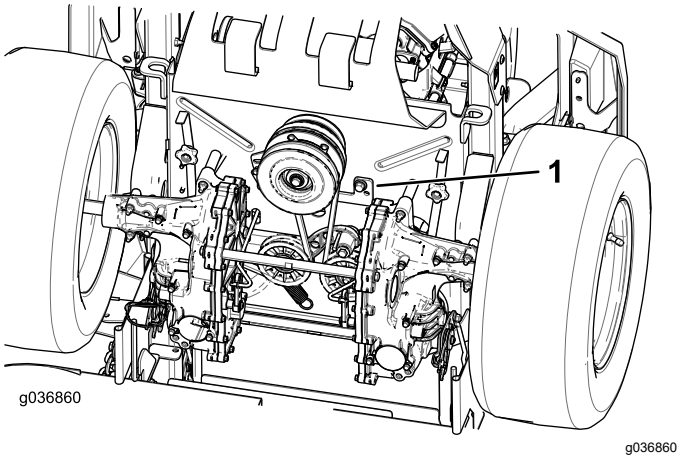

**Figur 64**
5. Fjern koblingsstopperen (Figur 64).
9. Monter koblingsstopperen (Figur 64).